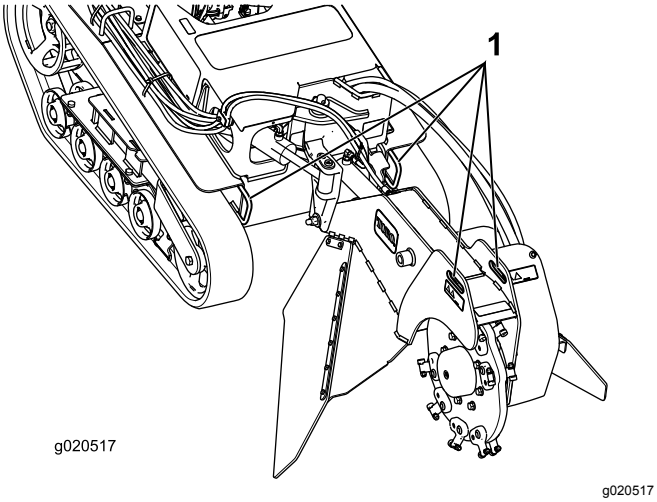
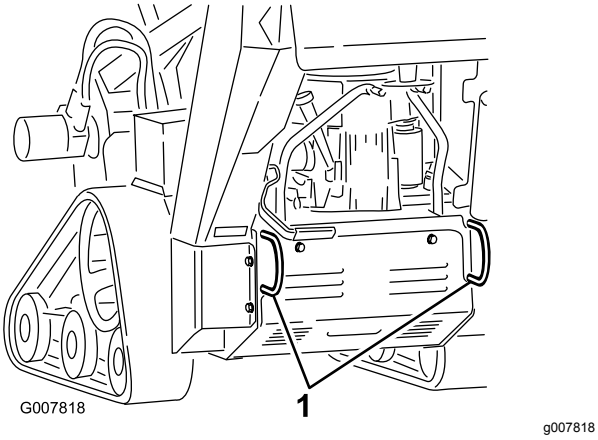

Figur 21
Figur 22
3. Fäst maskinen på släpet med kedjor eller band. Använd fäst-/lyftöglorna på maskinens fram- och baksida (Figur 21 och Figur 22). Kontrollera vilka lokala bestämmelser som gäller för transport på släp.
Du kan lyfta maskinen genom att använda fäst-/lyftöglorna som lyftpunkter (Figur 21 och Figur 22).